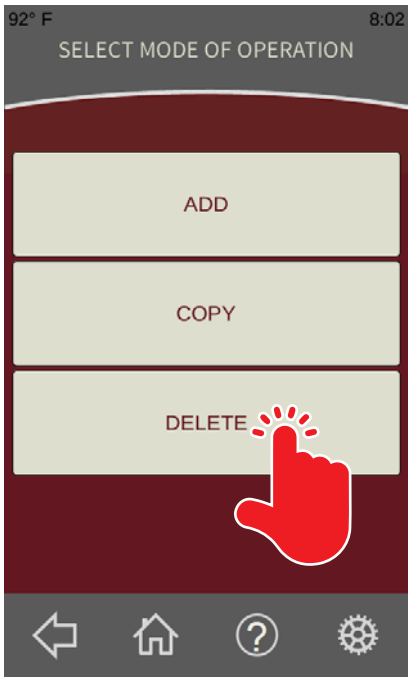

Fig. 34
2. From the ***Recipe Steps Screen*** (Fig. 34), touch the Delete button. The ***Standard Recipe Run Screen*** should be displayed.